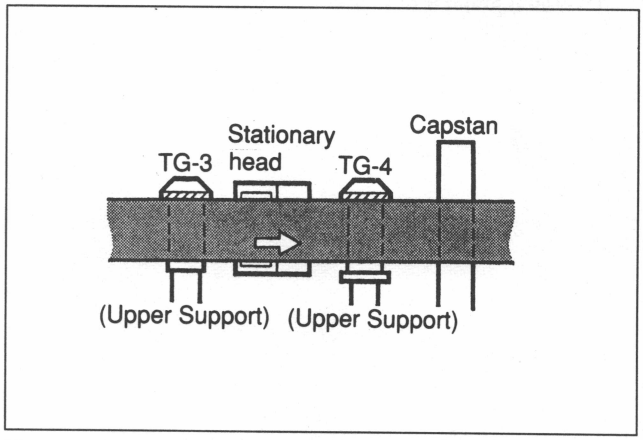

Fig. 8-5-16. After Tape Transport Return at Exit Side
23. Put the machine into the PLAY, VAR-1, FF, and REW modes and check that the tape barely curls at all in the TG-3 and TG-4 guides. (Refer to Fig. 8-5-16.)